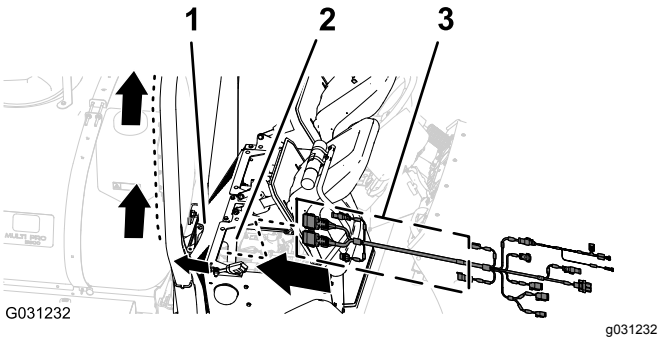

Figur 165
1. Dra datakablagedelen på 390 cm in i den högra sidan av motorrummet (bredvid motorns luftfilter) och bakåt under det nedre högra området av det bakre motorhöljet (Figur 165).